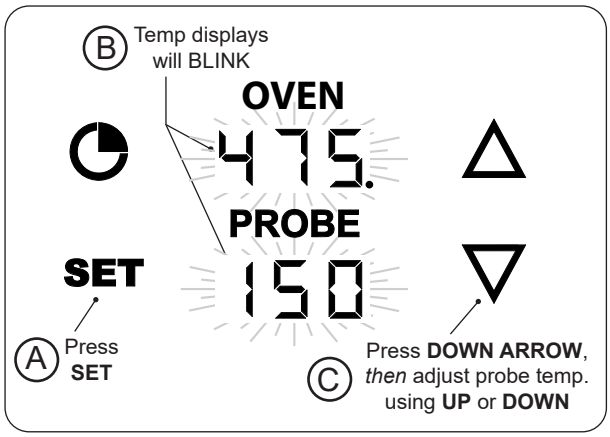

Fig. 34-2 Set probe temperature
1. With the thermometer **on** and the meat probe plugged in, press the **SET** button once. The OVEN and PROBE displays will blink. (While blinking, either area can be selected to enter their settings.) See Fig. 34-2, A and B.
2. Press the **DOWN ARROW** to select the probe settings, *then* you may use the up or down arrows to set the desired temp (Fig. 34-2, C).